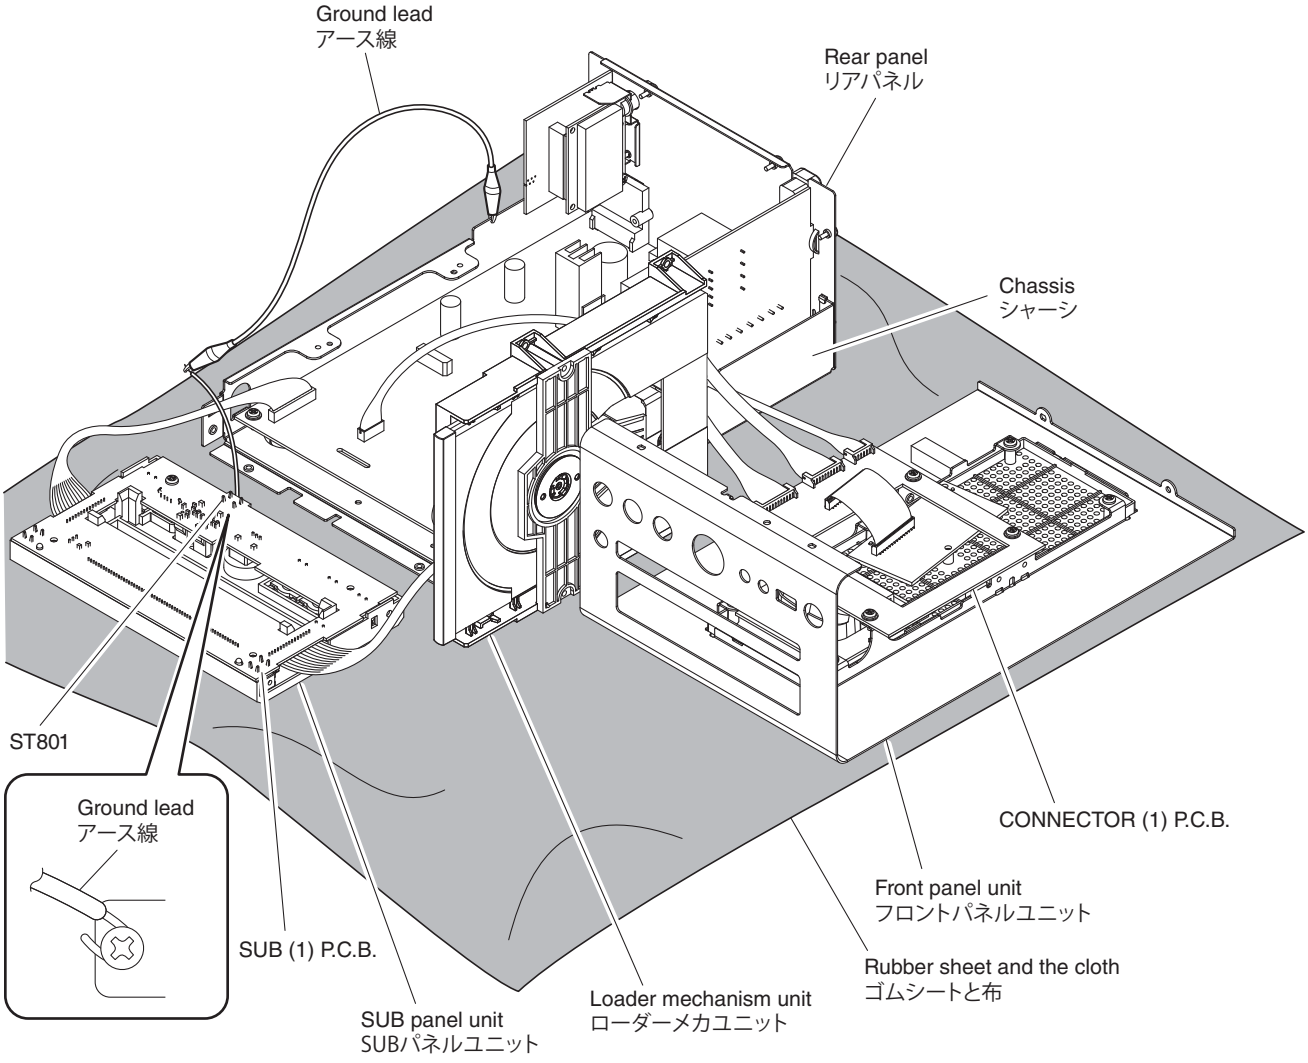

Fig. 4
- Spread the rubber sheet and the cloth. Then place this unit on the cloth and check it. (Fig. 4)
- Connect the ground point (ST801) of the SUB (1) P.C.B. to the chassis with a ground lead or the like. (Fig. 4)
- ゴムシートと布を敷き、その上に本機を置いてチェックします。（Fig. 4）
- SUB（1）P.C.B. のアース（ST801）をアース線等でシャーシに接続してください。（Fig. 4）